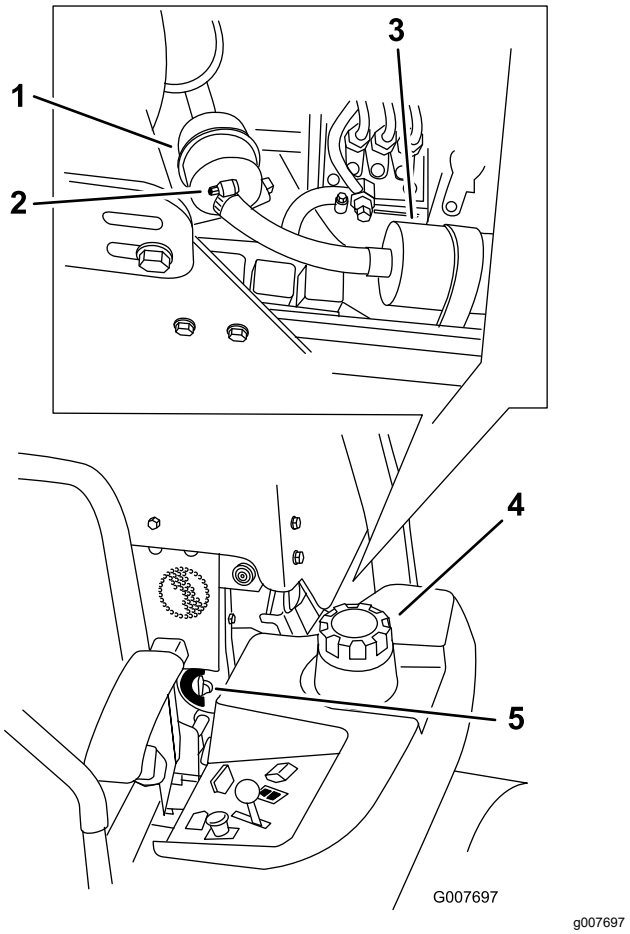

Figur 67
4. Stäng bränslekranen (Figur 67).
5. Lossa de två slangklämmorna och koppla loss bränsleslangarna från bränslefiltret (Figur 67).
6. Montera ett nytt filter. Koppla bränsleslangarna till bränslefiltret och montera de två slangklämmorna (Figur 67).